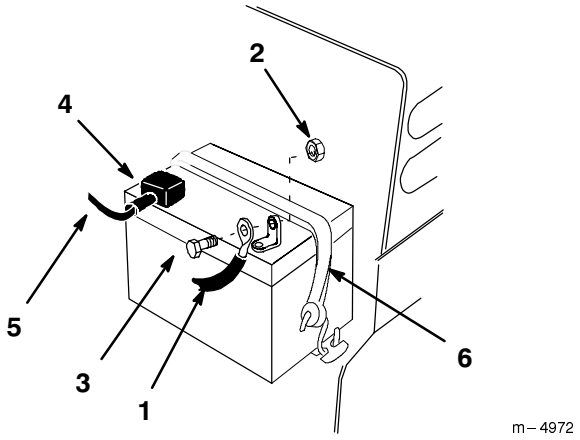

Figure 36
4. Disconnect the negative (black) ground cable from the battery post (Fig. 36).
5. Lift the red rubber cover up on the positive cable. Disconnect the positive cable (red cover) from the battery post (Fig. 36).
6. Remove the battery hold down strap (Fig. 36). Remove battery from the tractor.
2. Secure battery with hold down strap (Fig. 36).
3. Using the bolt and nut, connect the positive (red cover) cable to the positive (+) battery post (Fig. 36). Slide the rubber cover over the battery post.
4. Using the bolt and nut, connect the negative (black) cable to the negative (-) battery post (Fig. 36).